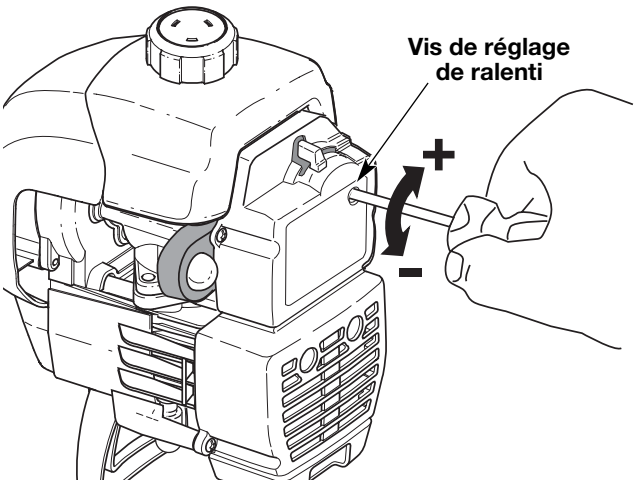

Fig. 27
Le régime ralenti du moteur est réglable par le couvercle du filtre à air/silencieux (Fig. 27).
2. Relâchez le levier d'accélérateur et laissez le moteur au ralenti. Si le moteur s'arrête, insérez un petit tournevis à embout cruciforme dans le trou du filtre à air/couvercle du silencieux (Fig. 27). **Vissez** la vis de ralenti de 1/8 de tour à la fois (selon le besoin) jusqu'à ce que le moteur se mette bien au ralenti.